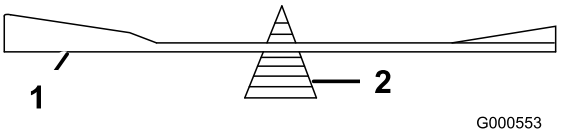

Figuur 78
2. Controleer de balans van het mes met een mesbalans (Figuur 78).